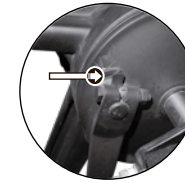

Imagen 22. Indicador de desgaste del freno trasero.
3. Verificar que el indicador de desgaste no alcance la línea de desgaste. Ver imagen 22.